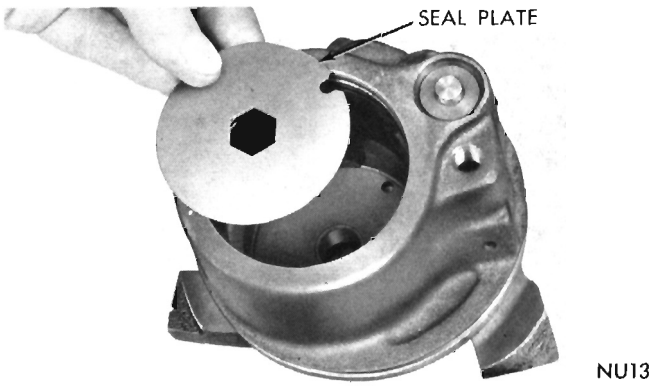

Fig. 27—Installing Seal Plate
(2) Place pump body on flat surface and drive new shaft seal into bore with Tool C-4061.
(3) Install new end cover, "O" ring in groove in pump bore. Lubricate with power steering fluid.
(4) Lubricate new large pump body to reservoir "O" ring and install on pump body.
(5) Install brass seal plate to bottom of housing bore. Align index notch in plate with dowel pin hole in housing. (Fig. 27).
(6) Carefully install front plate in pump bore. Chamfered edge first. Align index notch in plate with dowel pin hole in housing.